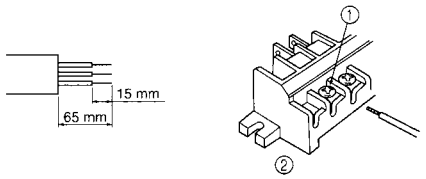

Fig. 7-4
⑦ Remote controller
- Connect the terminal blocks as shown in the diagram below. (Fig. 7-4)
① Loosen terminal screw
② Terminal bed
(1) Use care not to make mis-wiring.
(2) Firmly tighten the terminal screws to prevent then from loosening.
(3) After tightening, pull the wires lightly to confirm that they do not move.